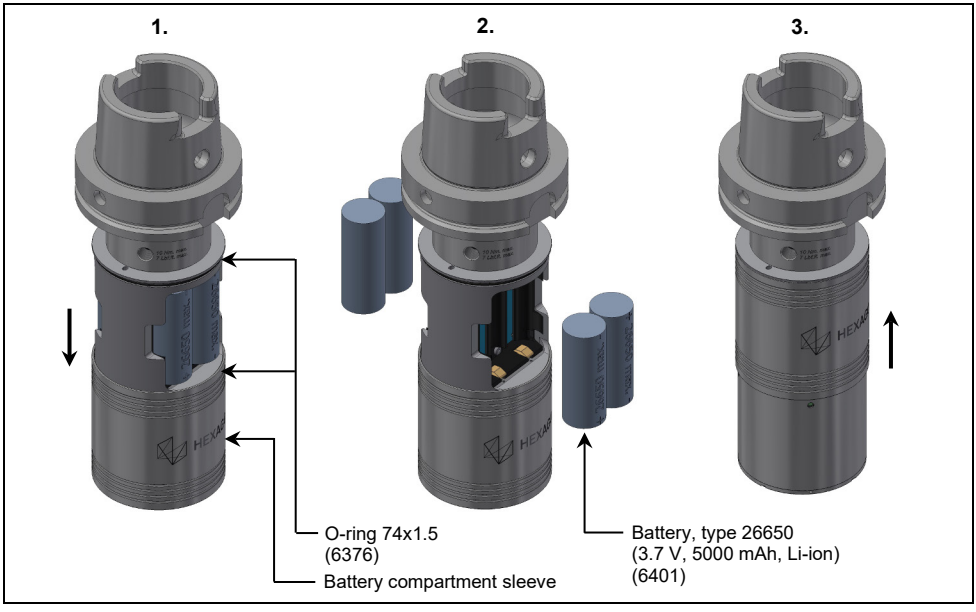

**Fig. 8 Battery replacement**
1. Carefully slide the battery compartment sleeve down (1./Fig. 8).
2. Take the used battery out of the battery compartment and insert a new battery (2./Fig. 8).
3. Carefully slide the battery compartment sleeve upwards as far as it will go (3./Fig. 8).